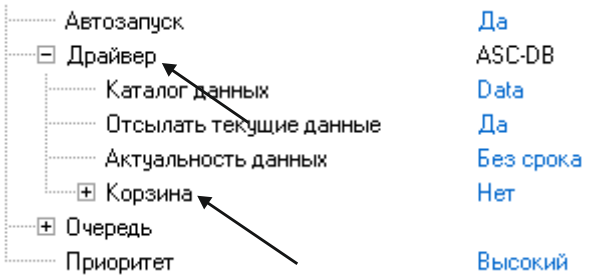

Рисунок 4.18. Дополнительные параметры в режиме «Эксперт»
2.1 Корзина – Данные БД не удаляются, а перемещаются в корзину, рис. 4.18